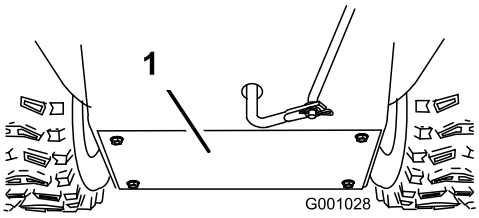

Figur 42
3. Fjern bagdækslet (Figur 42).